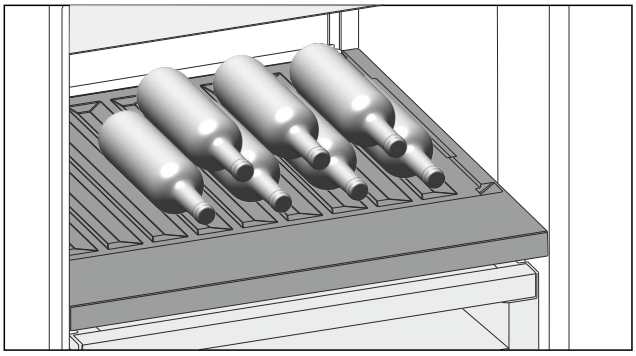

Fig. 134 Reprezentare exemplificatoare
- ▶ Introduceți sticlele cu fundul în spate, către peretele posterior. (vezi Fig. 134)